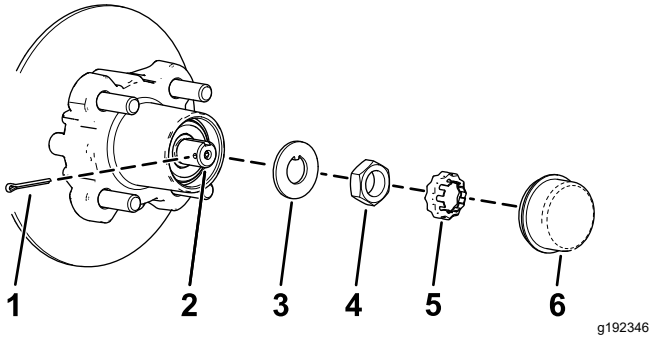
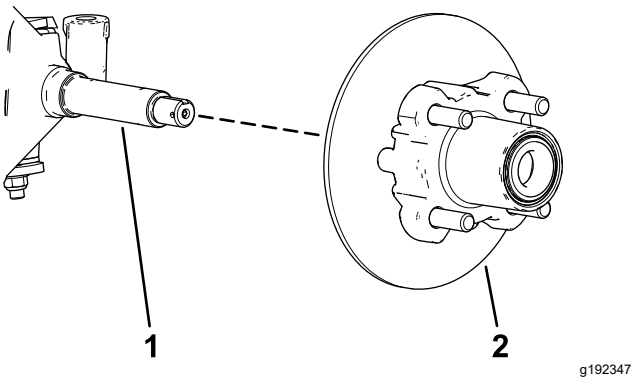

Figura 34
Figura 35
4. Retire o tampão antipoeira do cubo (Figura 34).
5. Retire o contrapino e o retentor da porca do eixo e porca do eixo (Figura 34).
6. Retire a porca do eixo do eixo e afaste o conjunto do cubo e o rotor do eixo (Figura 34 e Figura 35).